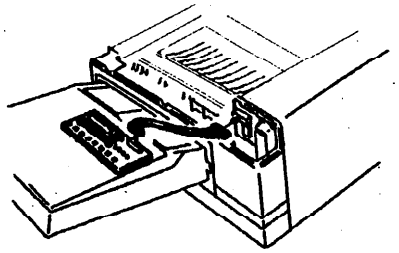

Рис. 1. Прибор для настройки
6. Подсоедините разъем прибора для настройки к разъему печатной платы настройки (CN2) (Рис. 1).